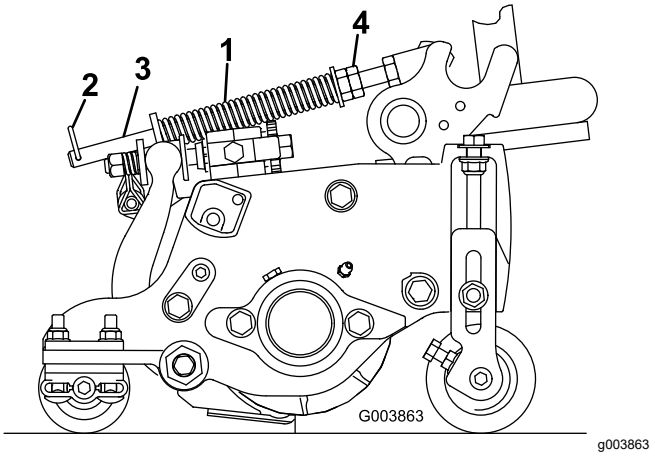

Figur 50
Gräsutjämningsfjädern (Figur 50) flyttar vikt från den främre till den bakre rullen. Detta hjälper till att minska förekomsten av det vågformade mönster i gräsmattan som kallas för ”ondulering” eller ”bobbing”.
1. Se till att hårnålssprinten sitter i det bakre hålet på fjäderstången (Figur 50).
2. Dra åt sexkantsmuttrarna på fjäderstångens främre ände tills fjäderns sammanpressade längd är 15,9 cm, se Figur 50.